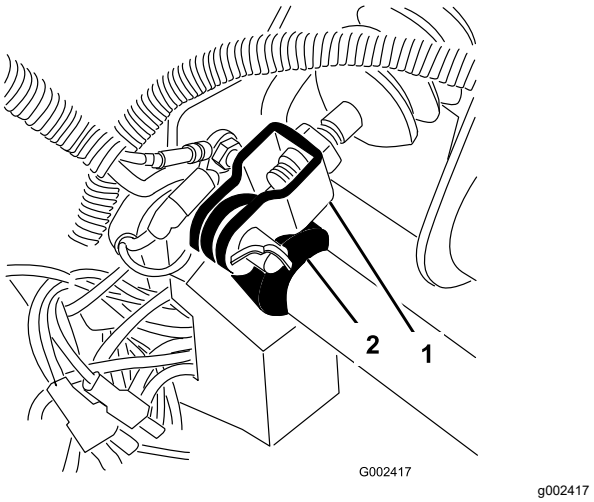

**Figura 54**
1. Retire el pasador de horquilla y la chaveta que fijan la horquilla del cilindro maestro al pivote del pedal de freno (Figura 54).
3. Afloje las contratuercas que fijan la horquilla al eje del cilindro maestro (Figura 54).